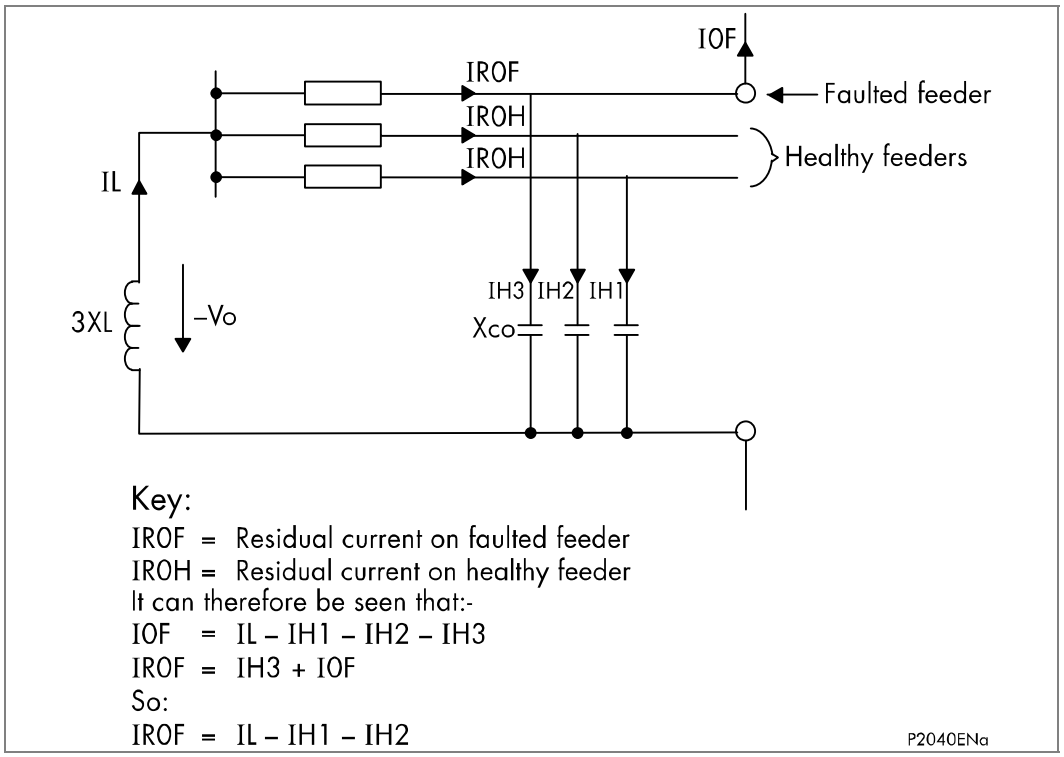

Figure 17 - Zero sequence network showing residual currents
Note	*The actual residual voltage used as a reference signal for directional earth fault relays is phase shifted by 180° and is therefore shown as -3Vo in the vector diagrams. This phase shift is automatically introduced in the relay. On the faulted feeder, the residual current is the addition of the charging current on the healthy phases (IH3) plus the fault current (IF). The net unbalance is therefore equal to IL-IH1-IH2, as shown in Figure 16c. This situation may be more readily observed by considering the zero sequence network for this fault condition. This is depicted in Figure 17.*